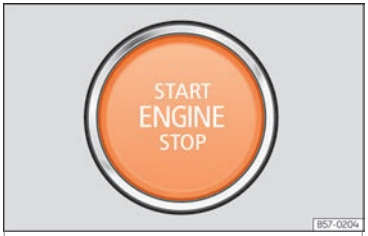

Abb. 239 Im unteren Teil der Mittelkonsole: Starterknopf.
- Starterknopf drücken ››› **Abb. 239** ohne Gas zu geben. Für den Motorstart muss sich ein gültiger Fahrzeugschlüssel im Fahrzeug befinden. Nach dem Anlassen des Motors wechselt die Beleuchtung des Starterknopfs START ENGINE STOP in den Dauerzustand und zeigt so an, dass der Motor angelassen ist.
- *Fahrzeuge mit Starterknopf:* Starterknopf kurz drücken ››› **Abb. 239**.